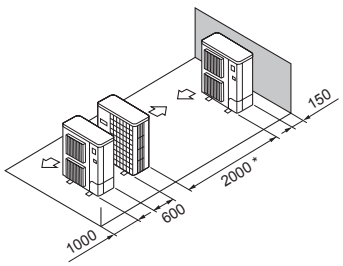

Abb. 2-17
(5) Einzelanlagen in paralleler Anordnung (Abb. 2-17)